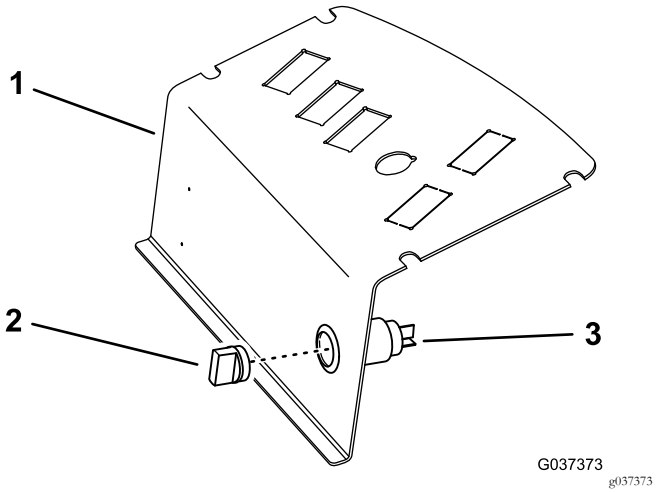

Figura 6
8. Desde el lado del asiento de la chapa del panel de control, inserte el enchufe en el hueco, sujételo con la carcasa exterior e inserte el tapón en el enchufe eléctrico (Figura 6).